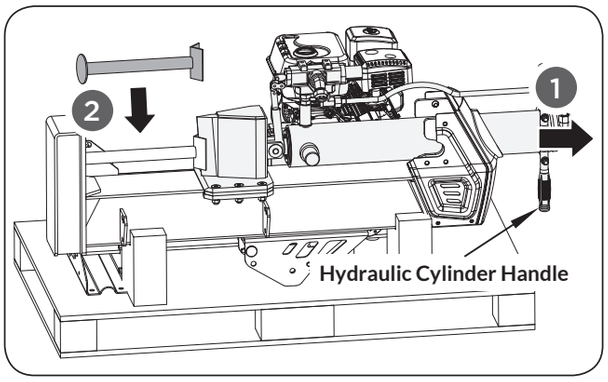

Figure 2a
1. Holding the cylinder handle to slowly drag the cylinder about 13.8 inch outward (See ***Figure 2a***, illustration 1). then put the wedge landing supporter against the beam base and wedge (See ***Figure 2a***, illustration 2).